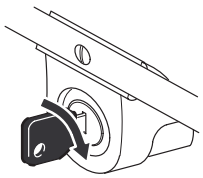

Figur 15
- **Elstart (endast elstartmodeller)** – Sätt in nyckeln i tändningslåset. Vrid nyckeln till höger och släpp den när motorn startar (figur 15).